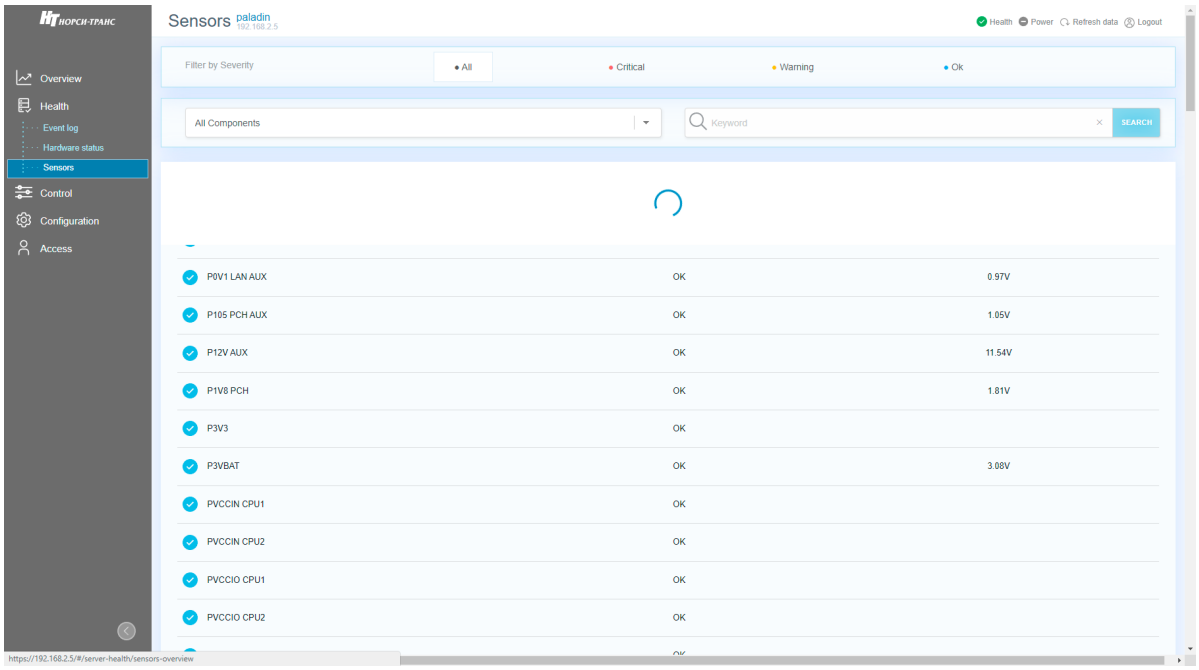

Рис. 76. Окно «Sensors»
4) Пройдите во вкладку «Health» → «Sensors» в данной вкладке отображается информация по датчикам установленным в сервере. В поле «Filter by Severity» произведите фильтрацию по степени серьезности события. В раскрывающимся списке выберете компонент сервера где хотите просмотреть состояния датчиков. В поле поиска произведите фильрацию по ключевым словам датчиков. Окно показано на рис. 76 Окно «Sensors».